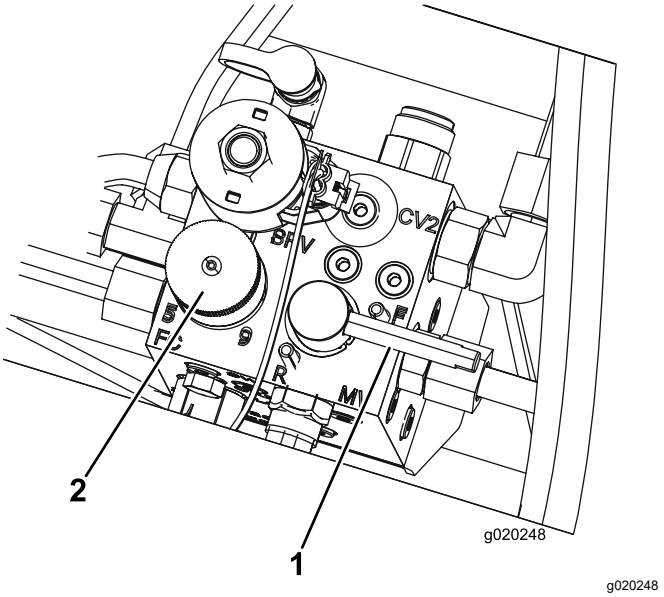

Figur 83
5. Still spolehastighetskontrollen til posisjon 1 (Figur 83).
6. Flytt slipespaken til posisjonen R (slipestillingen) (Figur 83).